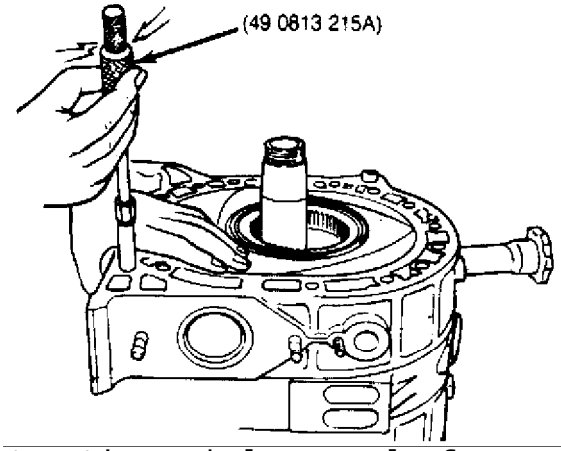

Fig. 4: Extracting Tubular Dowels from Engine
8) Attach dowel puller (49 0813 215A), and pull tubular dowels off rear rotor housing. See Fig. 4. Hold rotor housing by hand to keep it from moving up, and remove rear rotor housing. Use caution to avoid dropping apex seals and side pieces of rear rotor. Remove seals and "O" ring from front side of rear rotor housing.